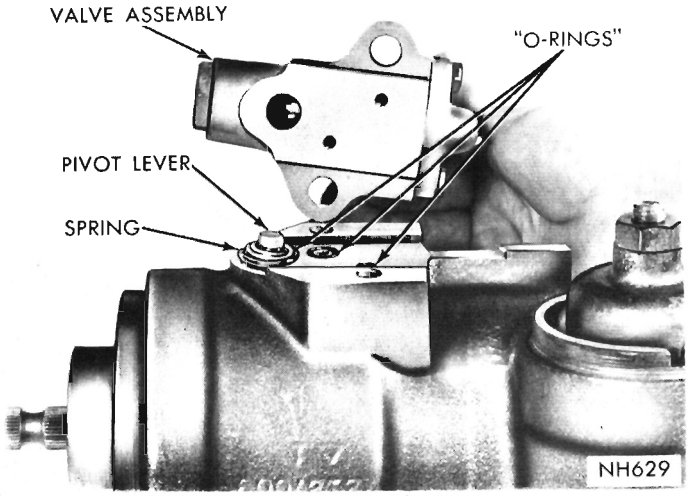

Fig. 8—Removing Valve Body Assembly
(1) Drain steering gear through the pressure and return connections by turning steering wormshaft from one extreme of travel to the other.
(2) Remove valve body attaching screws, and remove valve body and three "O" rings (Fig. 8).